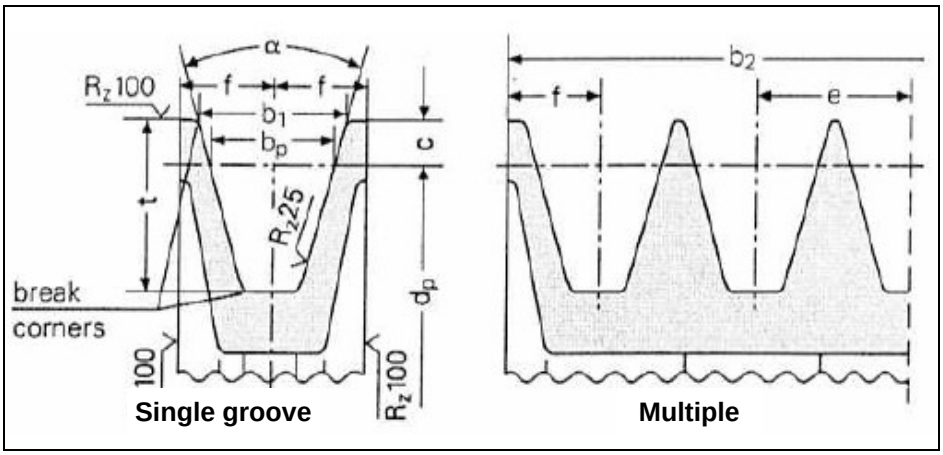

fig. 8
a) Use pulleys with v-belts with the size of the groove required/recommended by the manufacturer of belt used. In the absence of directions, follow fig.8 and the table in fig.9.